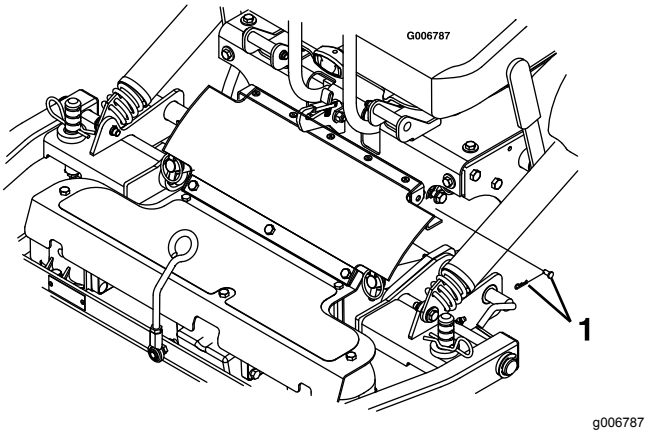

**Figure 10**
3. Retirez les goupilles fendues et les axes de chape des deux côtés de la protection de PDF (Figure 10).